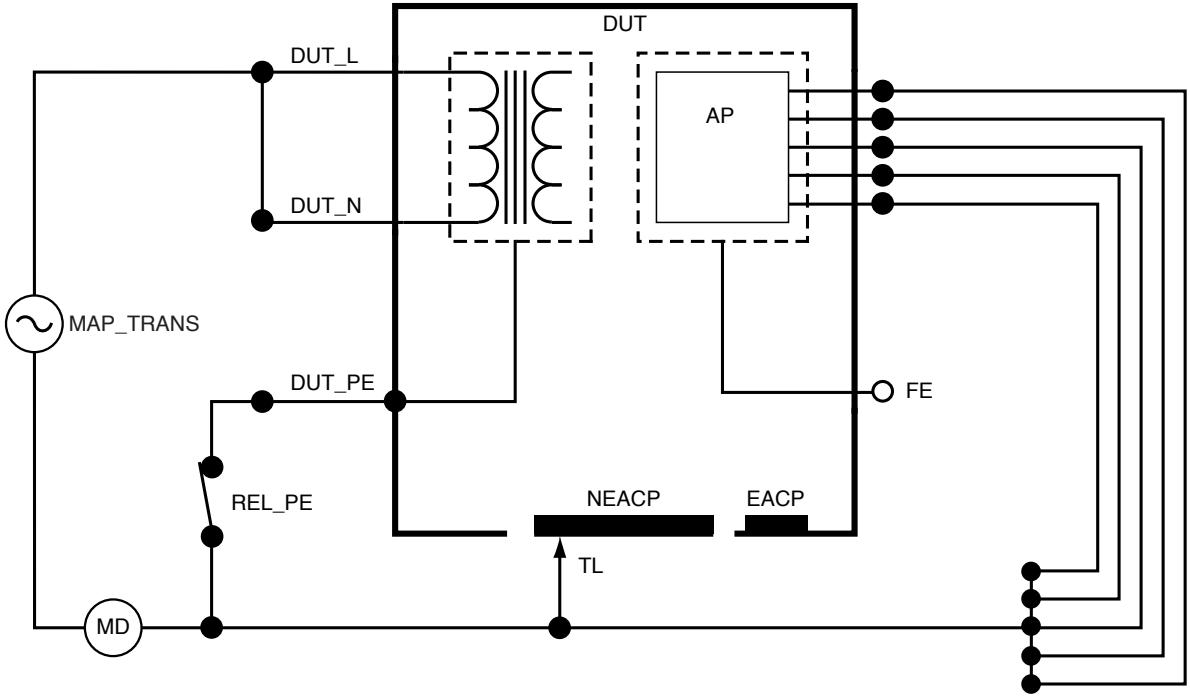

图 38:等效设备漏电流示意图
- 在该测量期间，地线闭路意味着被测设备接地触点连接到电流测量设备，如第 47 页的“图 38：等效设备漏电流示意图”所示。被测设备接地端**未**连接到电源保护接地。